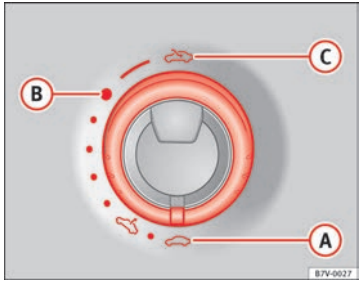

Fig. 62 On the interior roof lining: use the rotary button for opening and closing
⇒ Fig. 62
- The ⇒ Fig. 62 (1) switch should be in the “closed” position (A).